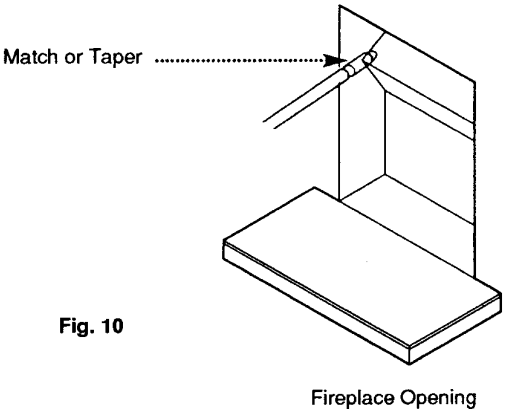

Fig. 10
5. If there is no positive airflow up the chimney **DO NOT FIT THE FIRE.** Seek expert advice before continuing with the installation. A positive flue pull can be detected by holding a lighted match or taper near to the fireplace opening (Fig. 10).